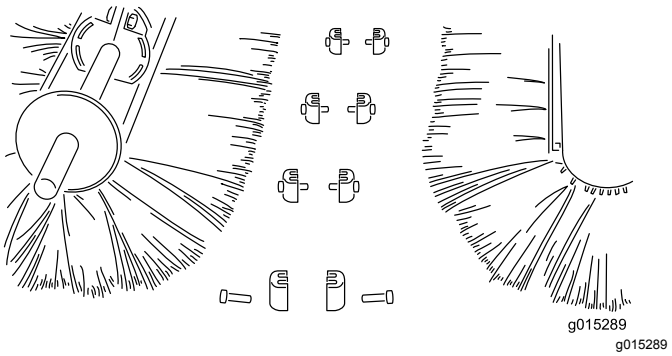

Figure 30
4. Séparez les demi-brosses et mettez au rebut la ou les sections endommagées (Figure 30).